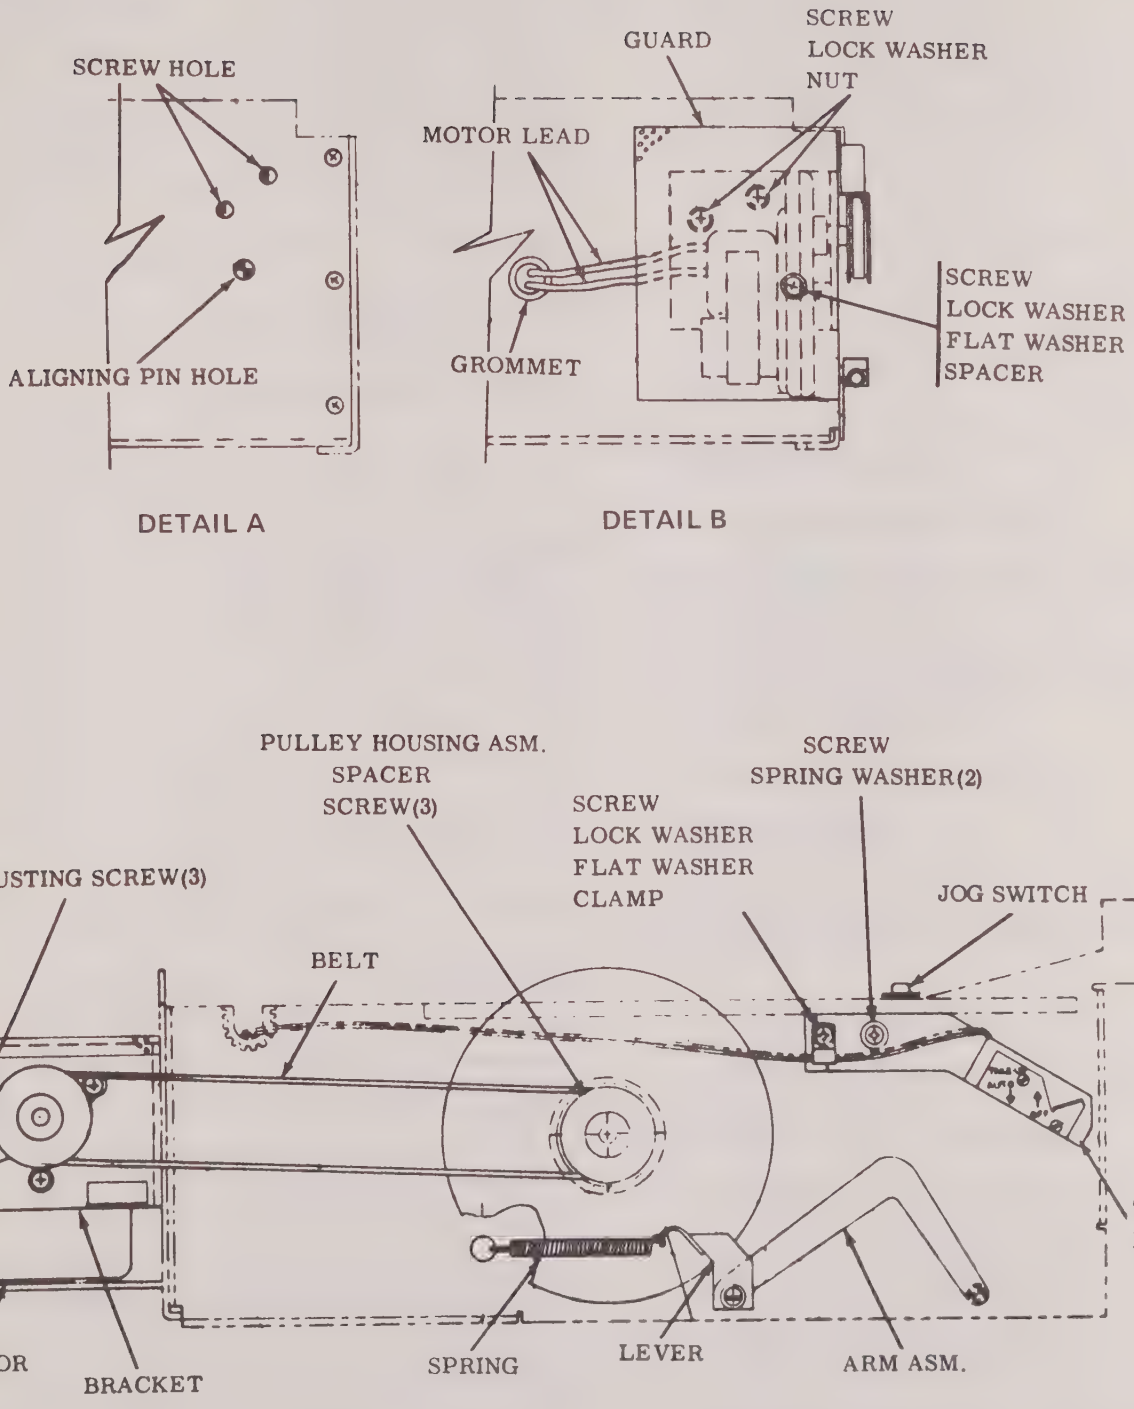

FIGURE 2-14 INSTALLATION OF INTERNAL CHART TAKEUP MODEL 11-2231-01
3. Refer to Detail A in Figure 2-14 and attach motor and bracket assembly to rear of paper drawer using two screws, flat washers, lock washers and nuts.
4. Install grommet in rear of paper drawer and feed motor leads thru grommet. Place belt over motor and drive pulleys and check belt tension. Adjust belt tension, if required, by loosening three screws on side of motor bracket and positioning motor so center of belt can be depressed approximately 1/2-inch with firm finger pressure (five pound). Tighten screws. (Detail C, Figure 2-14).
10. Mount JOG switch to top of paper drawer. (C, Figure 2-14).
11. Thread take-up switch and paper supply sensing leads thru clamp and attach take-up bracket and clamp to side of paper drawer using screws, lockwasher, and flat washers. (C, Figure 2-14).
13. Depress take-up bracket and tighten clamp screw. (C, Figure 2-14).